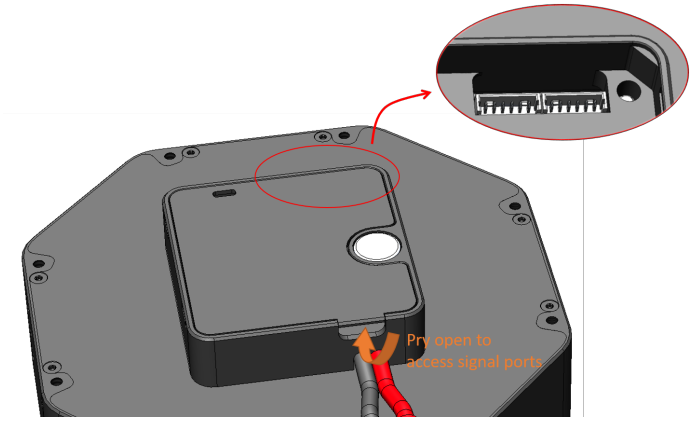

图 4: Panda BEAR Signal Ports
- 电气属性　PB02 有一个电源接口，接头型号为 XT60。为方便多个 BEAR 模块的串联，PB02 配有两个信号接口，接头型号为 Molex PicoBlade 53047 6Pin。请参照图4所示撬开背盖来连接线号接口。PB02 可接受的输入电压范围为：9 至 50.4V。